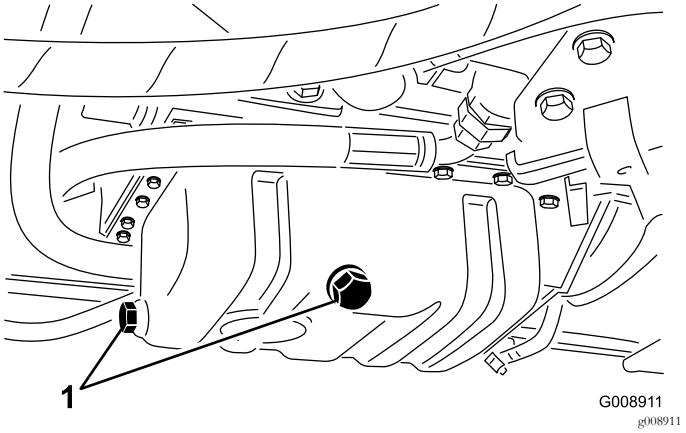

Figur 64
1. Fjern enten tappepluggen (Figur 64) og la oljen renne ned i et tappefat. Sett tappepluggen på plass når oljen slutter å renne.